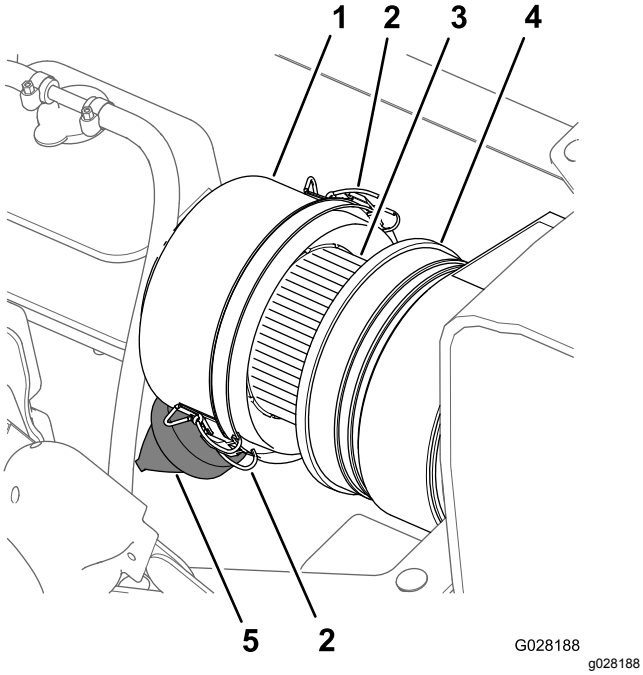

Рисунок 67
3. Очистите пылезащитную крышку и корпус воздухоочистителя (Рисунок 67).
4. Проверьте корпус воздухоочистителя на наличие повреждений, которые могли бы вызвать утечку воздуха (Рисунок 67).
5. Сожмите пылезащитный клапан, чтобы очистить его от загрязнений, пыли и мусора (Рисунок 67).
7. Проверьте элемент воздушного фильтра на чрезмерное скопление пыли, загрязнений и мусора (Рисунок 67).
8. Установите пылезащитную крышку на корпус воздухоочистителя и зафиксируйте ее двумя защелками (Рисунок 67).
2. Очистите пылезащитную крышку и корпус воздухоочистителя (Рисунок 67).
6. Очистите внутреннюю поверхность пылезащитной крышки, корпус воздухоочистителя и пылезащитный клапан влажной тканью (Рисунок 67 и Рисунок 68).